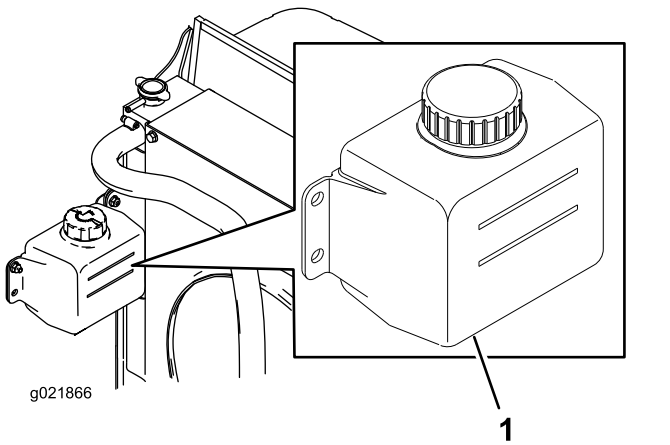

Figura 30
1. Verifique o nível de líquido de arrefecimento do depósito secundário (Figura 30).